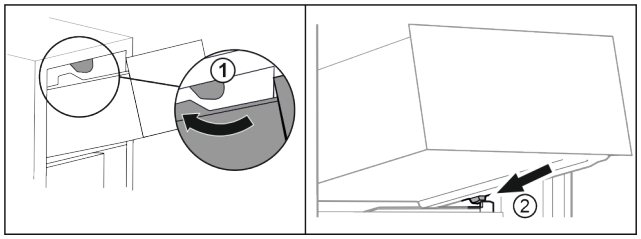

Fig. 90
▶ Predal speljite okrog zgornjih zaustavljalnikov. *Fig. 90 (1)*
▶ Predal postavite v poševnem položaju za spodnjimi zaustavljalniki na nastavek za posodo. *Fig. 90 (2)*